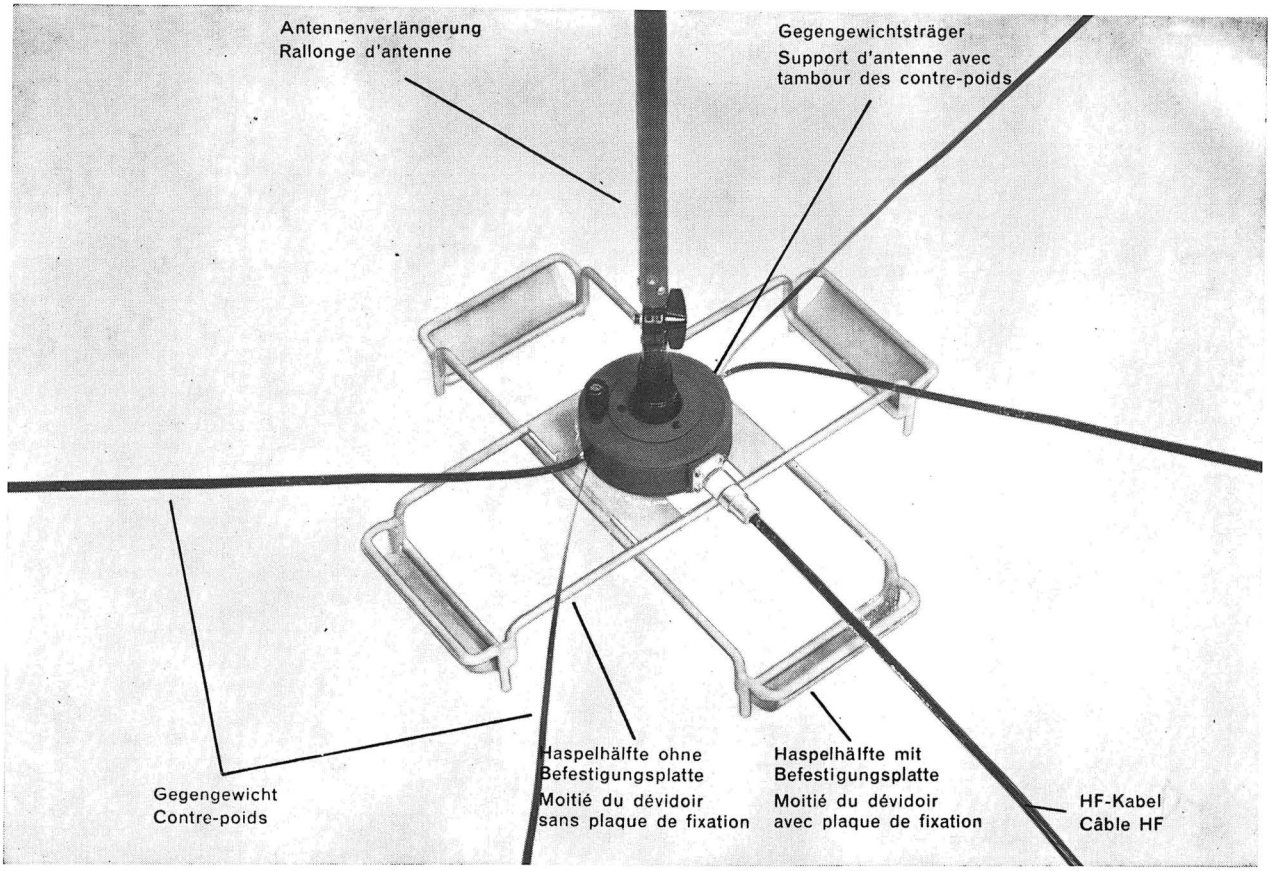
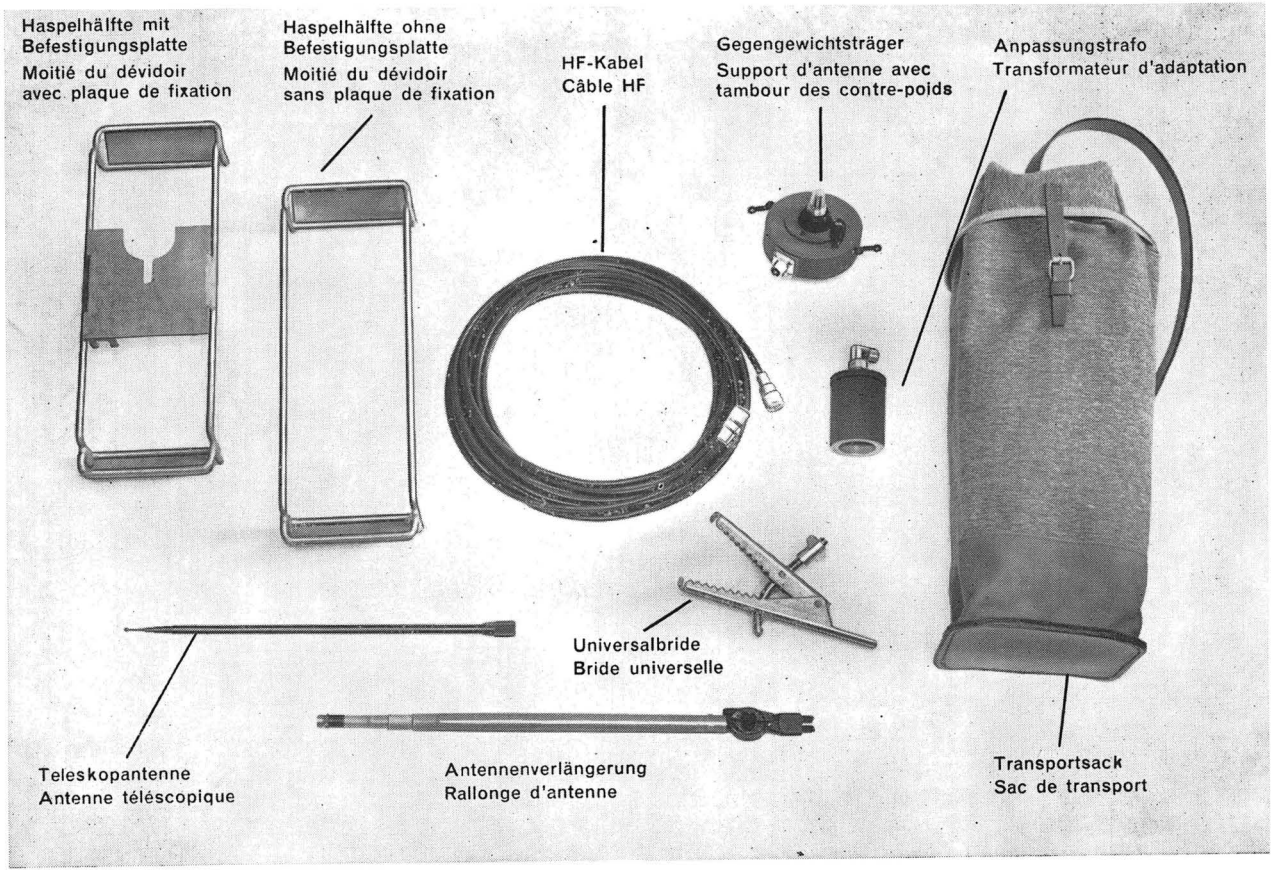
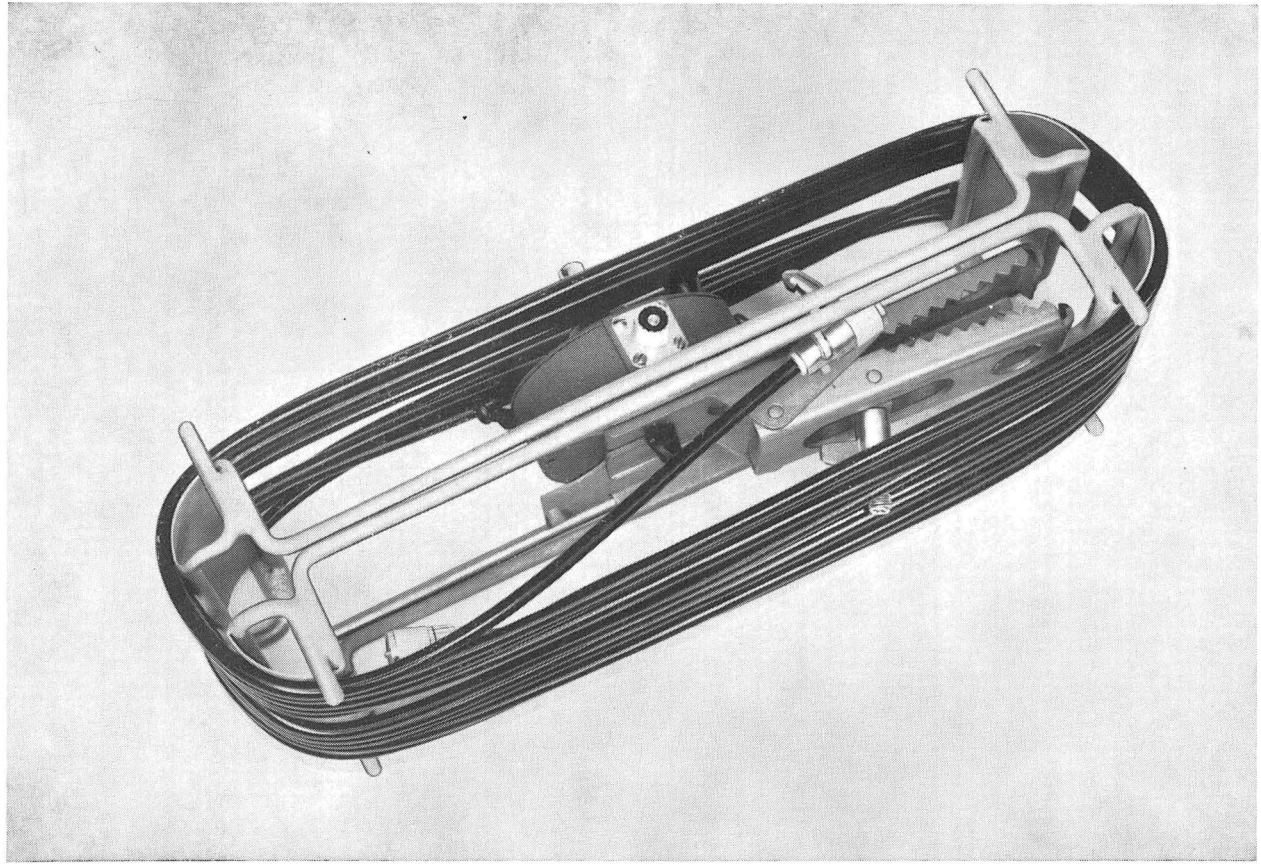

Fig. 1
Fig. 4
Fig. 5
Bild 4 zeigt alle Einzelteile und Bild 5 den mit dem HF-Kabel bewickelten Haspel zur Verpackung bereit. Im Innern des Haspels sind der Gegengewichtsträger und die Universalbride festgeschraubt.
a) **Dévidoir du Câble** (voir fig. 1 et 5).
Il se compose de 2 parties semblables; l'une d'elles porte au milieu une plaque de fixation où s'emboîte l'autre. Ces deux moitiés sont utilisées soit comme dévidoir (voir fig.5), soit comme croix sur laquelle est fixé le support d'antenne (voir fig.1). Dans ce dernier cas, les
c) **Support d'antenne et tambour des contre - poids** (voir fig.1)
d) **Rallonge de l'antenne** (voir fig. 4)
g) **Câble HF** (voir fig. 4)
a) **Installation de l'antenne extérieure sur le sol** (fig. 1)
Les meilleures conditions de rayonnement sont atteintes lorsque l'antenne est verticale et ne touche aucun objet. Après avoir enlevé le câble HF, les 2 moitiés du dévidoir sont séparées et montées en croix de façon que les 4 pieds se trouvent du même côté (voir fig. 1). Au moyen de la vis à ailettes glissée dans la fente de la plaque de fixation, le support de l'antenne est serré sur une des moitiés du dévidoir. La croix est alors bien pressée contre le sol. S'il est en pente ou en cas de fort vent,on peut charger la croix avec des pierres. **La rallonge de l'antenne** est enfilée sur la traversée de l'isolateur du support et serrée avec un écrou à chape. **L'antenne télescopique** est alors placée sur la rallonge et fixée au moyen d'un 2e écrou à chape. Il est préférable de déployer l'antenne en commençant par l'élément supérieur. Une fois l'antenne déployée, contrôler sa position. L'articulation placée au pied de la rallonge permet de maintenir l'antenne verticale malgré une forte inclinaison de la croix.
Le câble HF est étendu et branché à la prise HF du support d'antenne. Avant de sortir les **bandes d'acier,** tourner le tambour dans le sens des aiguilles d'une montre afin qu'elles ne frottent pas la paroi du support. Les 2 paires de contre-poids seront tirées en même temps dans leur direction de sortie et ils seront répartis régulièrement en étoile. Le câble HF agit aussi comme contre-poids (voir fig. 1 et 2).
V. DÉMONTAGE (voir fig. 5)
La figure 4 montre toutes les pièces séparées et la figure 5 le dévidoir avec le câble enroulé, prêt à l'empaquetage. A l'extérieur du dévidoir sont vissés le support d'antenne et la bride universelle.